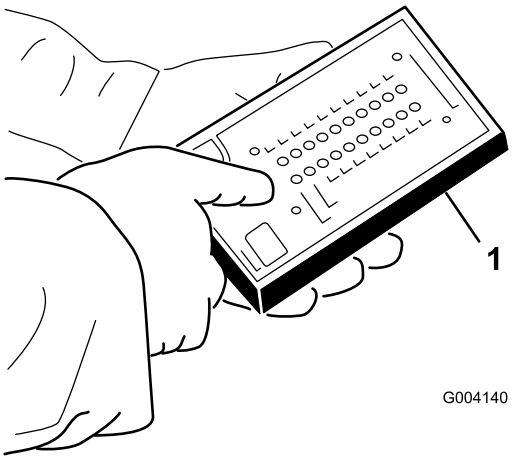

Figuur 28
5. Bevestig de stekker van de Diagnostische tool ACE aan de testaansluiting van de kabelboom (Figuur 28).